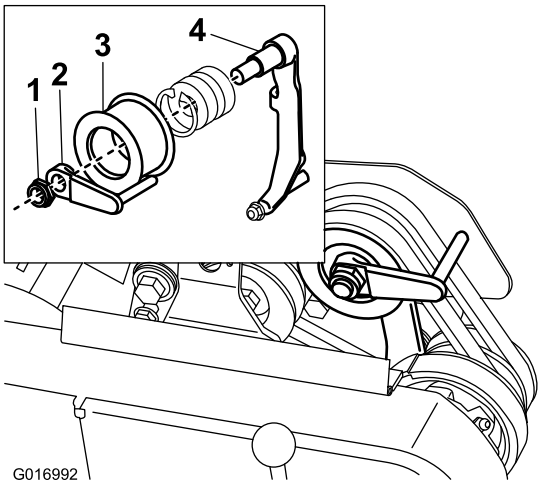

**Figur 44**
8. Hvis du ønsker å gjøre det lettere å dra eller skyve maskinen uten å starte motoren, må du justere remføreren (Figur 44, innstikk) på følgende måte: